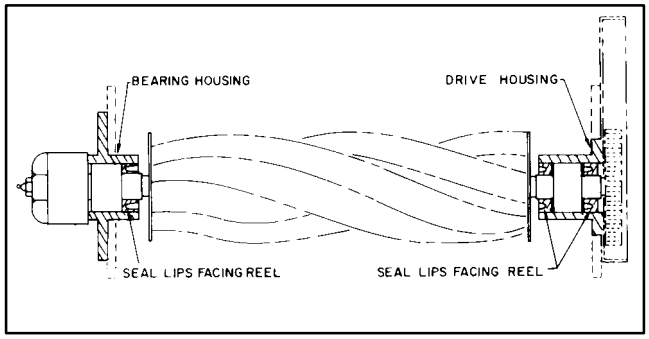

Figure 31
3. Apply a light coating of oil to the inner seal lips and install (lip facing away from the bearing and toward the reel) in the housing. Install the retaining ring to secure the assembly in the housing (Fig. 31).
4. Apply a light coat of oil to the seal lips of the seal for the bearing housing and install (lip facing away from the bearing) over the bearing assembly (Fig. 31).